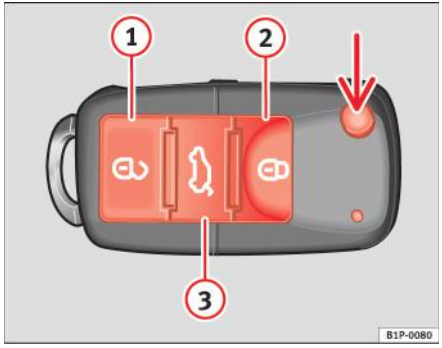

Fig. 61 Alocarea butoanelor cheii cu telecomandă
Dacă utilizați butonul ⇒ fig. 61 (săgeata) de pe telecomandă, se eliberează lama cheii.
Descuierea automobilului ⇒ fig. 61 (1). Uşile şi hayonul sunt descuiate.
Încuierea automobilului ⇒ fig. 61 (2)
Descuierea hayonului. Apăsați butonul ⇒ fig. 61 (3) până când toate lămpile de semnalizare a schimbării direcției de pe automobil clipesc scurt. După apăsarea butonului de descuiere (3), aveți la dispoziție 2 minute pentru deschiderea uşii. Odată expirat acest interval, uşa va fi din nou încuiată.
De asemenea, indicatorul de stare a bateriei de pe cheie ⇒ fig. 61 va clipi.
– Apăsaţi butonul 🔓 ⇒ pagina 108, fig. 61 de pe telecomandă.